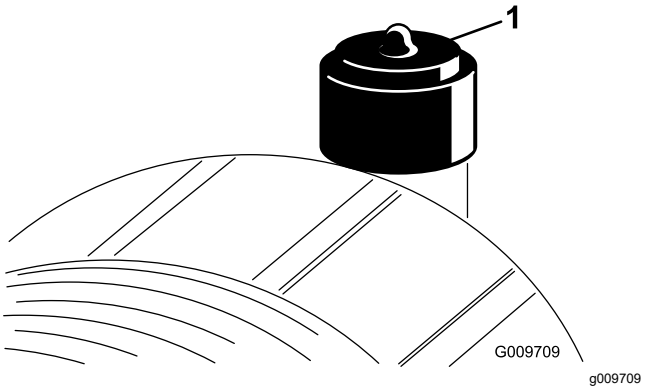

Figura 52
Effettuate la manutenzione dell'elemento filtrante del filtro dell'aria solo quando l'indicatore della restrizione (Figura 52) lo richiede. Sostituendo l'elemento filtrante del filtro dell'aria prima del necessario si aumenta il rischio che la morchia penetri nel motore quando lo si toglie.
2. Se la spia è rossa, resettate l'indicatore di restrizione (Figura 52).